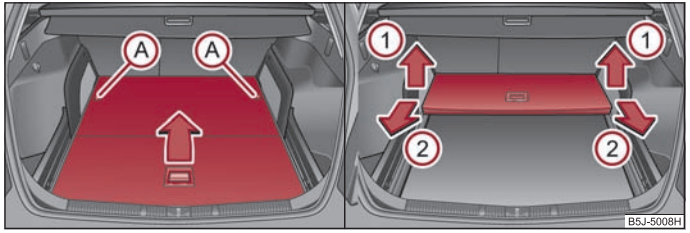

Fig. 62 Maletero: Plegar / retirar el piso de carga variable
- Girando los pernos de seguridad (A) aprox. 180° hacia la izquierda se desbloquea el piso de carga variable ⇒ fig. 62.
- Levantar el piso de carga en el sentido de la flecha (1) ⇒ fig. 62 y sacarlo tirando de él en el sentido de la flecha (2) ⇒ fig. 62.